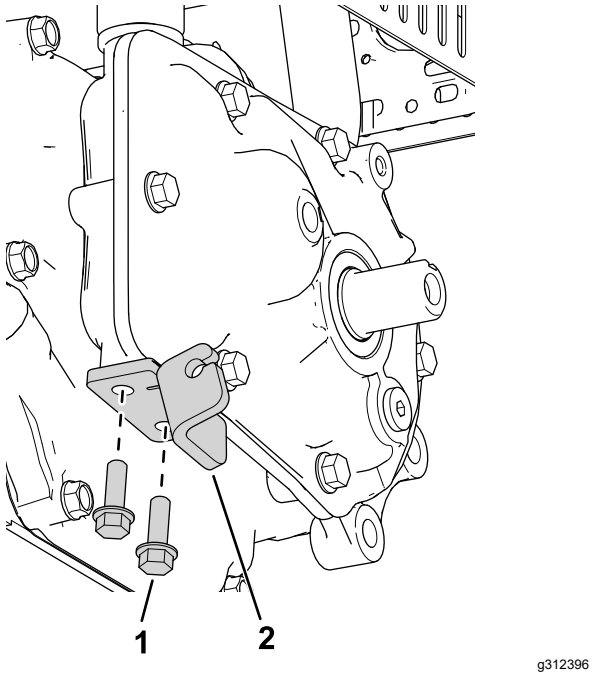

Figuur 1
1. Monteer de koppelplaat met 2 bouten (¼" x ¾") zoals getoond in Figuur 1.